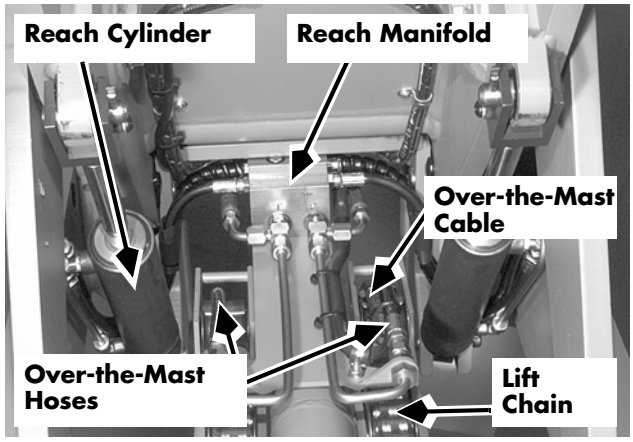

Figure 7-246: Over-the-Mast Hose connections (reach)
6. Remove the hose connections at the reach mechanism and drain into a container. See Figure 7-246.